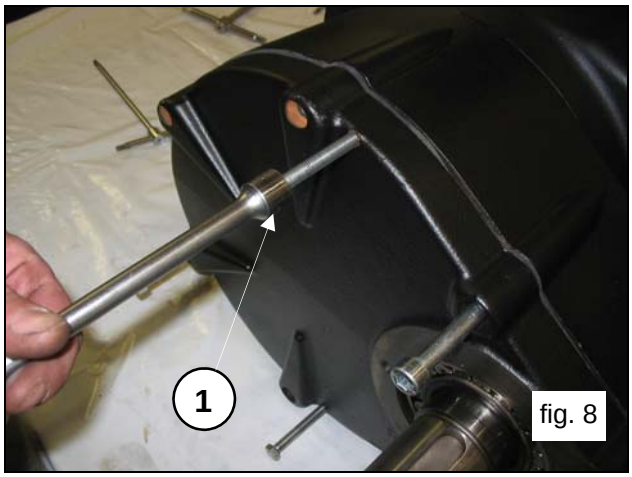
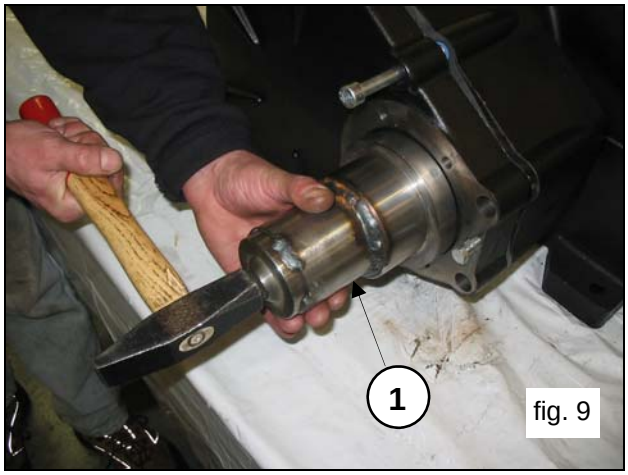

fig. 8
fig. 9
Screw on the 3 threaded dowels (pos.①, fig.8) and simultaneously, using the appropriate tool (cod. 27516700), hammer on the tool itself so that the bearing remains on the pinion when extracting the cover (pos.①, fig.9).